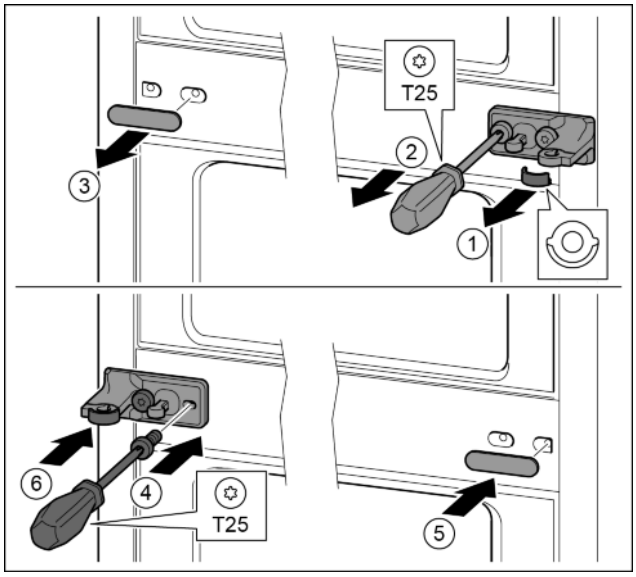

*Fig. 15*
- ▶ Remove the washer. *Fig. 15 (1)*
- ▶ Remove the screws with the T25 screwdriver. *Fig. 15 (2)*
- ▶ Remove the cover carefully. *Fig. 15 (3)*
- ▶ Screw the bearing bracket and the film rotated 180° firmly onto the other side. *Fig. 15 (4)*
- ▶ Attach the cover rotated 180° onto the other side. *Fig. 15 (5)*
- ▶ Push the washer in from the front. *Fig. 15 (6)*